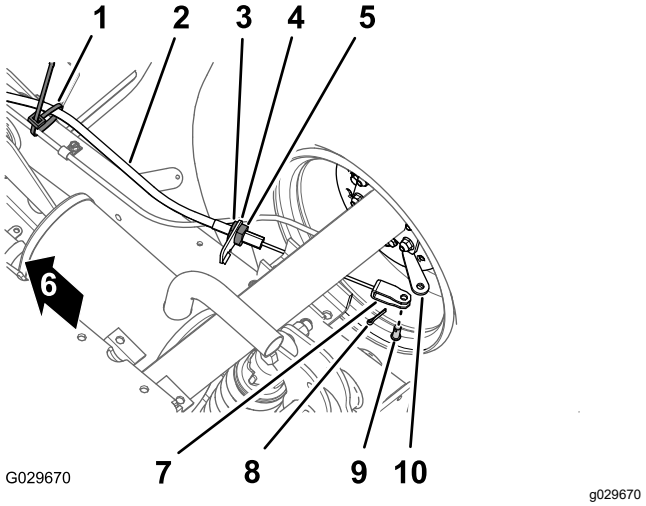

Figur 43
1. Fjern kabelbåndet i bunden af maskinen, der fastgør parkeringsbremsens kabel til driftsbremsens ledning (Figur 43).
2. Marker en rotationsstribe på den fremadgående kontramøtrik til parkeringsbremsens kabel (Figur 43).
3. Løsn den bageste kontramøtrik og fjern kablet fra bremsekablets beslag (Figur 43).
4. Fjern låseclipsen og gaffelbolten, der fastgør gaffelbolten til parkeringsbremsens kabel, på bremsebetjeningshåndtaget, og tag kablet af håndtaget (Figur 43).
1. Før den genvindskårne justeringsskrue på parkeringsbremsens kabel hen til bremsekablets beslag og gaflen til bremsebetjeningshåndtaget (Figur 43).
3. Juster den genvindskårne justeringsskrue på parkeringsbremsens kabel i forhold til bremsekablets beslag og stram den bageste kontramøtrik (Figur 43).